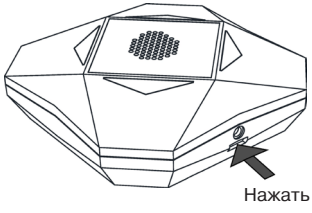

Рисунок 60
2.5.19.1 Отверните винт и снимите крышку Трубач-Ех, отжав при помощи отвертки защелку, расположенную в нижней части основания оповещателя (рисунок 60).